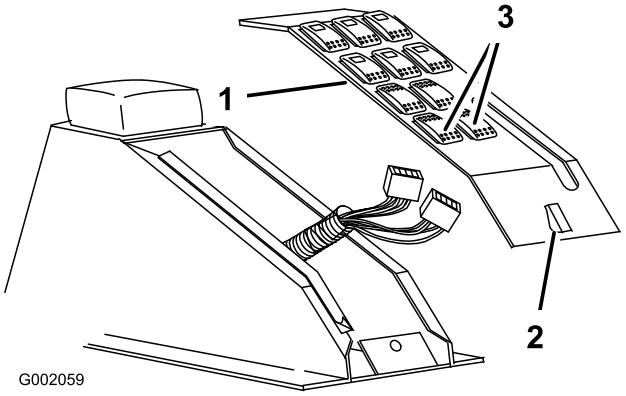

图26
2. 松开闩锁，然后从中央控制台组件（图26）中拆下开关面板组件。